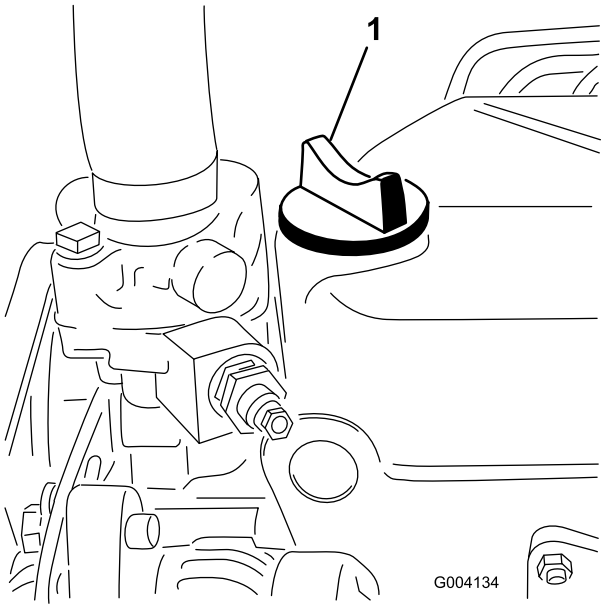

**Figuur 24**
5. Als het oliepeil beneden de Vol-markering staat, verwijdert u de vuldop (Figuur 24) en vult u bij met olie totdat het oliepeil de Vol-markering op de peilstok bereikt. **Niet te vol vullen.**